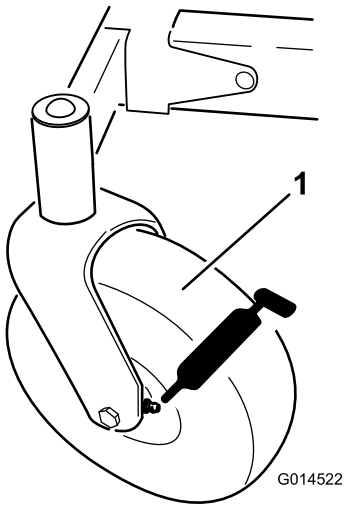

Figura 33
3. Limpe os encaixes de lubrificação (Figura 33 e Figura 34) com um trapo.
4. Ligue a pistola de lubrificação e coloque lubrificante nos bocais até começar a sair lubrificante dos rolamentos (Figura 33 e Figura 34).